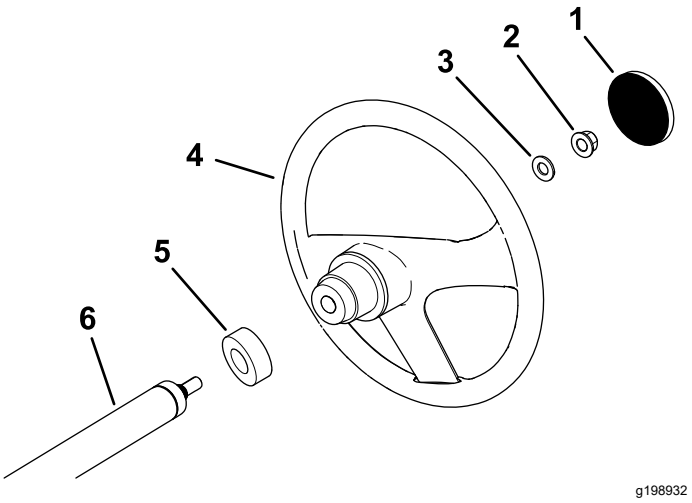

Figura 3
1. Se a tampa estiver instalada, retire a tampa do cubo do volante (Figura 3).
2. Retire a porca de bloqueio (½ pol.) e a anilha do eixo da direção (Figura 3).
3. Deslize o volante, cobertura antipoeira e anilha (½ pol.) para o eixo da direção (Figura 3).
5. Instale a cobertura no volante (Figura 3).